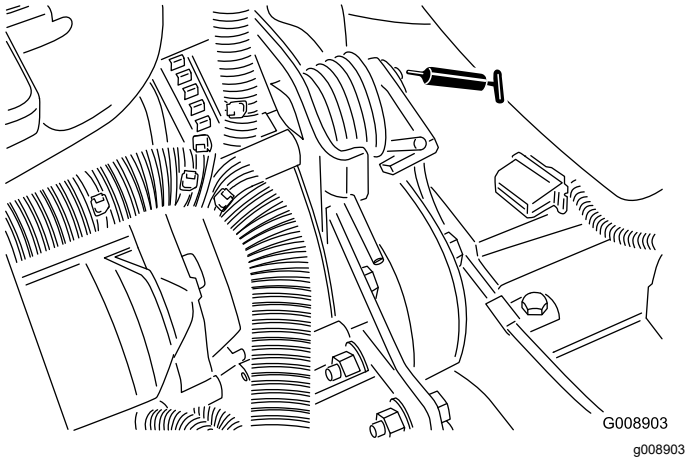

Figur 47
- Remspændingsdrejetap (Figur 47)